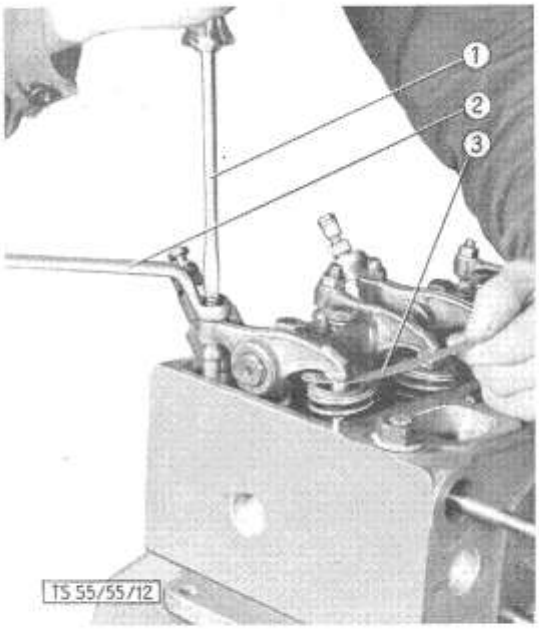

Bild 12: **Einstellen der Ventile**
2. Das Einstellen des Ventilspieles (Bild 12) wird mit einem Ringschlüssel (12/2) und Schraubenzieher (12/1) unter Verwendung einer Fühllehre (12/3) von 0,2 mm vorgenommen.